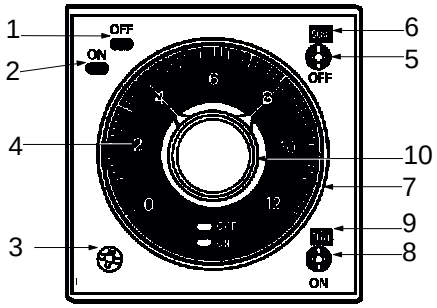

Рис. 4
3.1 **ОПИСАНИЕ (РИС. 4)....5**
3.1 ОПИСАНИЕ (РИС. 4)